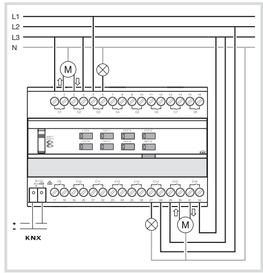

Bild 2: anslutning av utrustningen
- Anslut belastning till enhetens utgångar enligt avbildningen (bild 2).
- Anslut drivanordningarna enligt avbildningen (bild 2). Använd samma fas (ytterledare).